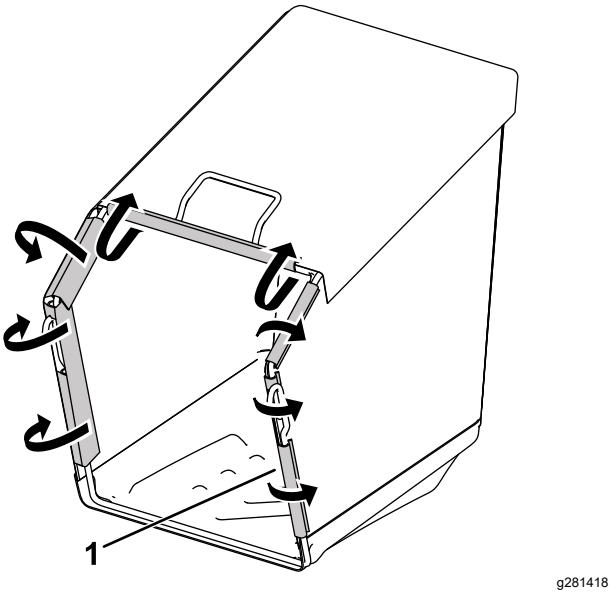

Figura 7
3. Assicurate i fermagli in plastica al telaio del cesto di raccolta (Figura 7).